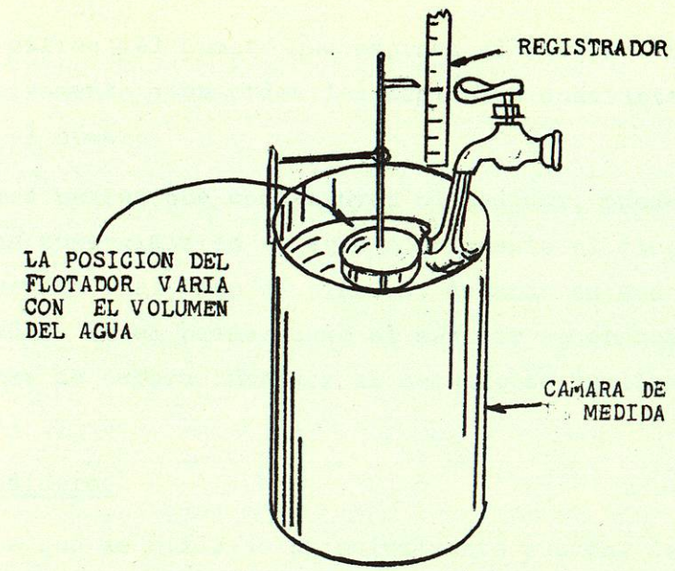

Figura 2.2
a) El de "Medida volumétrica" que afora el consumo, registrando el número de veces que se llena una cámara de volumen determinado. La base de este sistema es similar a la medida del agua por medio de un tanque y que está dada por las variaciones de volumen de él. Esta comparación está indicada en la figura 2.2.